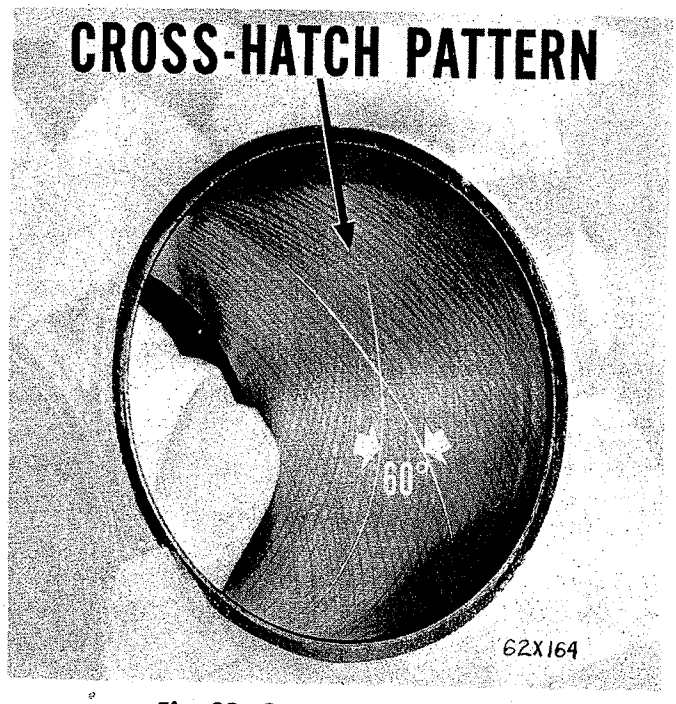

*Fig. 39—Cross Hatch Pattern*
(1) To remove light scoring, scuffing or scratches from the cylinder walls, use resizing hone Tool C-823 with 220 grit stones and 390 extensions necessary with 383 and 426 cubic inch engines. Usually a few strokes will clean up a bore and maintain the required limits.
(2) Deglazing of the cylinder walls should be done using a cylinder surfacing hone, Tool C-3501, equipped with 280 grit stones (C-3501-3810). 20 to 60 strokes depending on the bore condition will be sufficient to provide a satisfactory surface. Inspect the cylinder walls after each 20 strokes. Use honing oil C-3501-3880 or a light honing oil available from major oil distributors. Do not use engine or transmission oil, mineral spirits or kerosene.
(3) Honing should be done by moving the hone up and down fast enough to get a cross-hatch pattern. When hone marks intersect at 60°, cross hatch angle is most satisfactory for proper seating of rings (See Fig. 39).
(4) After honing, it is necessary that the block be cleaned again to remove all traces of abrasives. Wash cylinder block and crankshaft thoroughly.